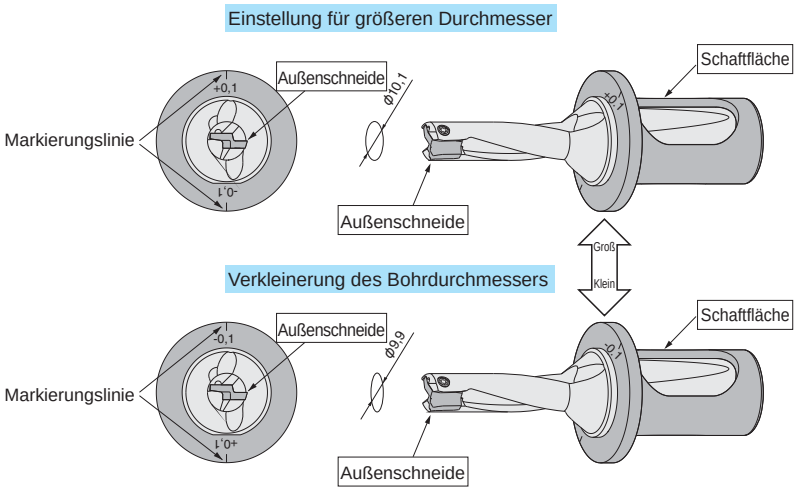

Abb. 1 Methode zum Einstellen des Bohrdurchmessers (z. B.) ø10-Bohrer
① Stellen Sie die Außenschneide horizontal um 90° gedreht zur Markierungslinie auf der Hülse ein. (Abb. 1)
② Um einen größeren Durchmesser einzustellen, drehen Sie die Hülse mit der Markierung +0,1 mm bis zur Spanfläche des Bohrers.